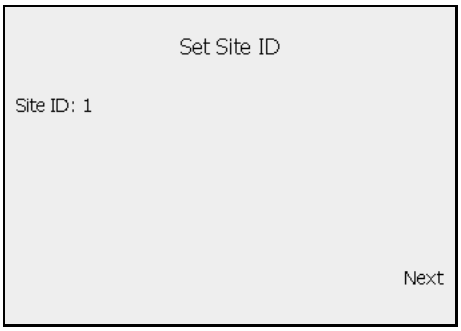

Figure 13-22 Set Site ID Screen
c. You are returned to the Set Site ID screen (Figure 13-22 on page 104). Press SoftKey #8 to select **Next**.